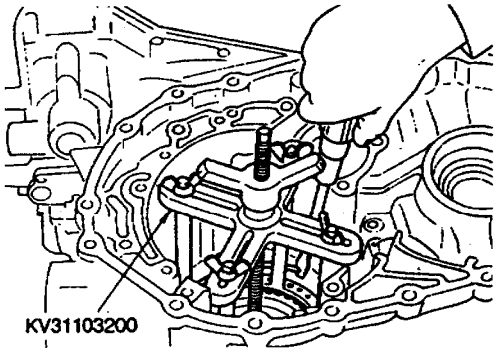

图9-13-122
(5) 如图9-13-122所示，把工具装到弹簧架上，安装卡环，工具要直接装到回位弹簧上。
(6) 安装主动片、从动片、挡片、碟形片和卡环，注意各片的次序和方向。